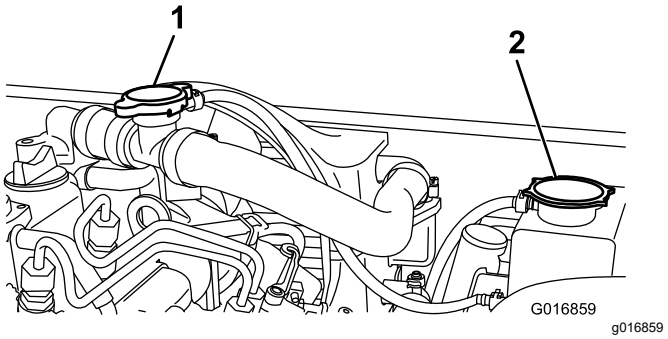

Figur 55
2. Ta bort locket till kylarens expansionstank (Figur 55).
2. Ta bort påfyllningslocket (Figur 55) och fyll på kylvätska.
3. Sätt tillbaka påfyllningslocket och ta bort locket till kylarens expansionstank (Figur 55).